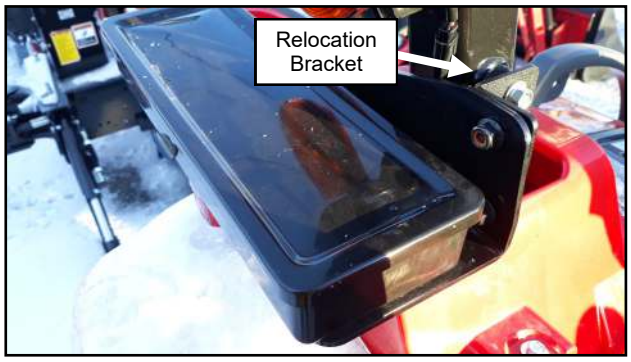

Fig. 26.4 (Install ROPS Mounted Toolbox)
26.4 Install the Toolbox Relocation Bracket to the ROPS using the two saved screws from the Toolbox. Install the ROPS Mounted Toolbox to the relocation bracket using two 5/16 x 3/4" screws and nuts. per Figure 26.4.